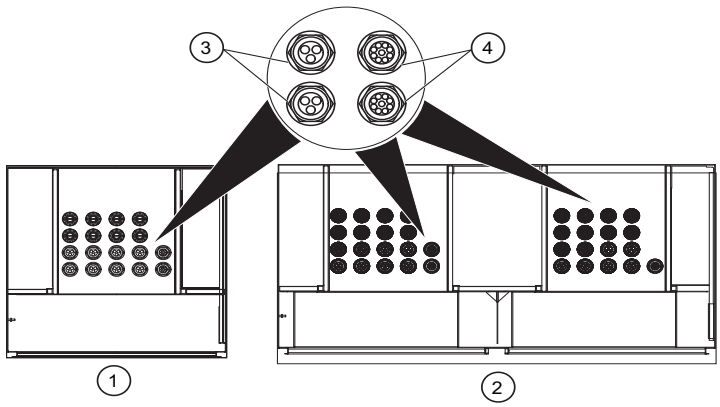

Figure 21 PDC Cable Connections
2. Lamp Cabling and Field wiring - open the PDC door and locate the strain reliefs on the bottom of the PDC. (Figure 21).